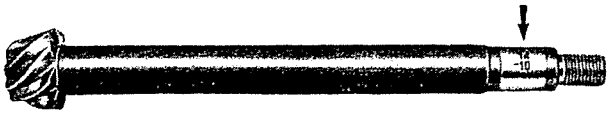

Abb. 189 - Vorgelegewelle mit Antriebskegelrad.
b = Richtzahl am Schaft des Antriebskegelrads (Abb. 189);
3) Richtzahl am Schaft des Antriebskegelrads ablesen, der dem **Formelzeichen « b »** entspricht (Abb. 189).